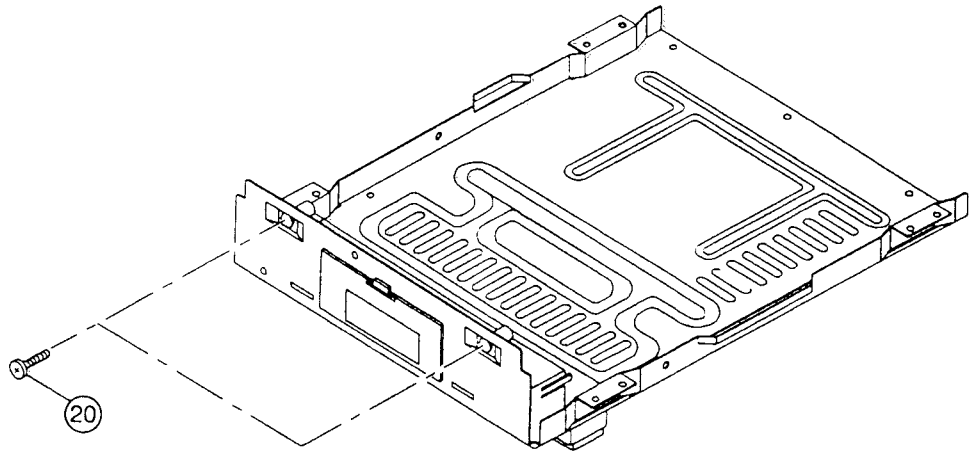

Fig. 15
17. **Removal of Battery Compartment. (Fig 15)**